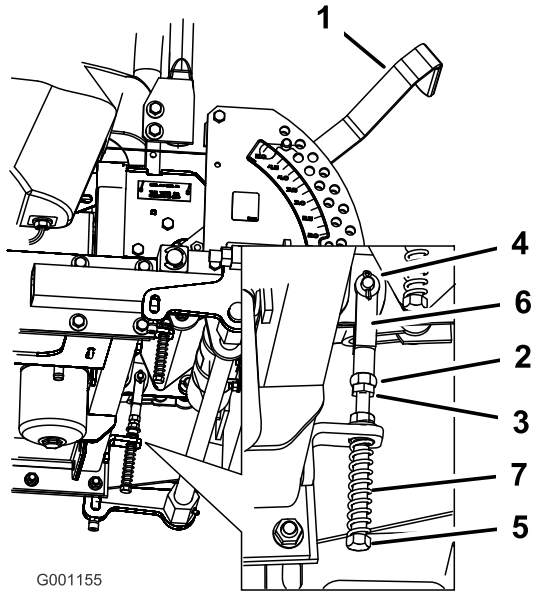

Figur 71
8. Hvis justering er nødvendig, skal møtrikken og kontramøtrikken løsnes mod gaflen (Figur 71).
9. Foretag et let, bagudgående tryk mod bevægelseshåndtaget, og drej hovedet på justeringsbolten i den rigtige retning, indtil håndtaget sidder i midten i neutral låseposition (Figur 71).
10. Spænd møtrikken og kontramøtrikken (Figur 71).